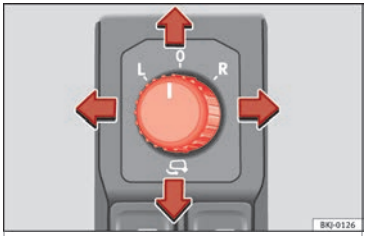

**Fig. 154** Exterior mirror controls.
1. Turn knob »» **Fig. 154** to position **L** (**left exterior mirror**).
– Turn the control »» **Fig. 154** to position to fold in the exterior mirrors. You should always fold in the exterior mirrors if you are driving through an automatic car wash. This will help prevent damage.